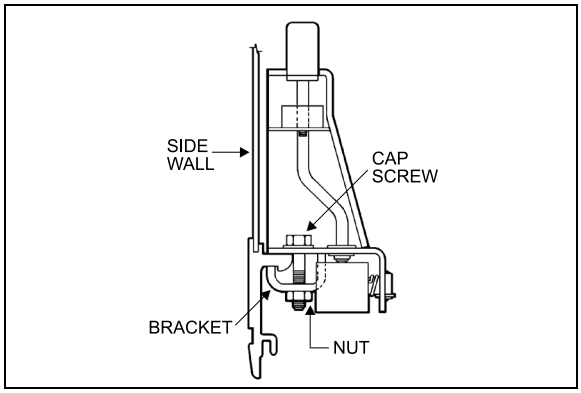

FIGURE 90: ARMREST 18106
4. Remove 2 cap screws, nuts, and washers holding seat frame to side wall and retain the 2 holding brackets. See Figure 90.